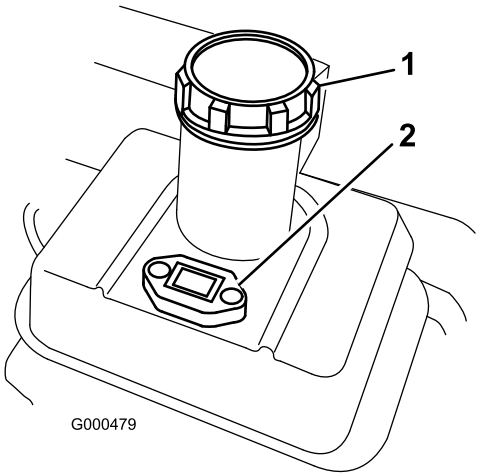

Figur 13
1. Rengjør rundt bensinlokket, og fjern lokket fra tanken (Figur 13).